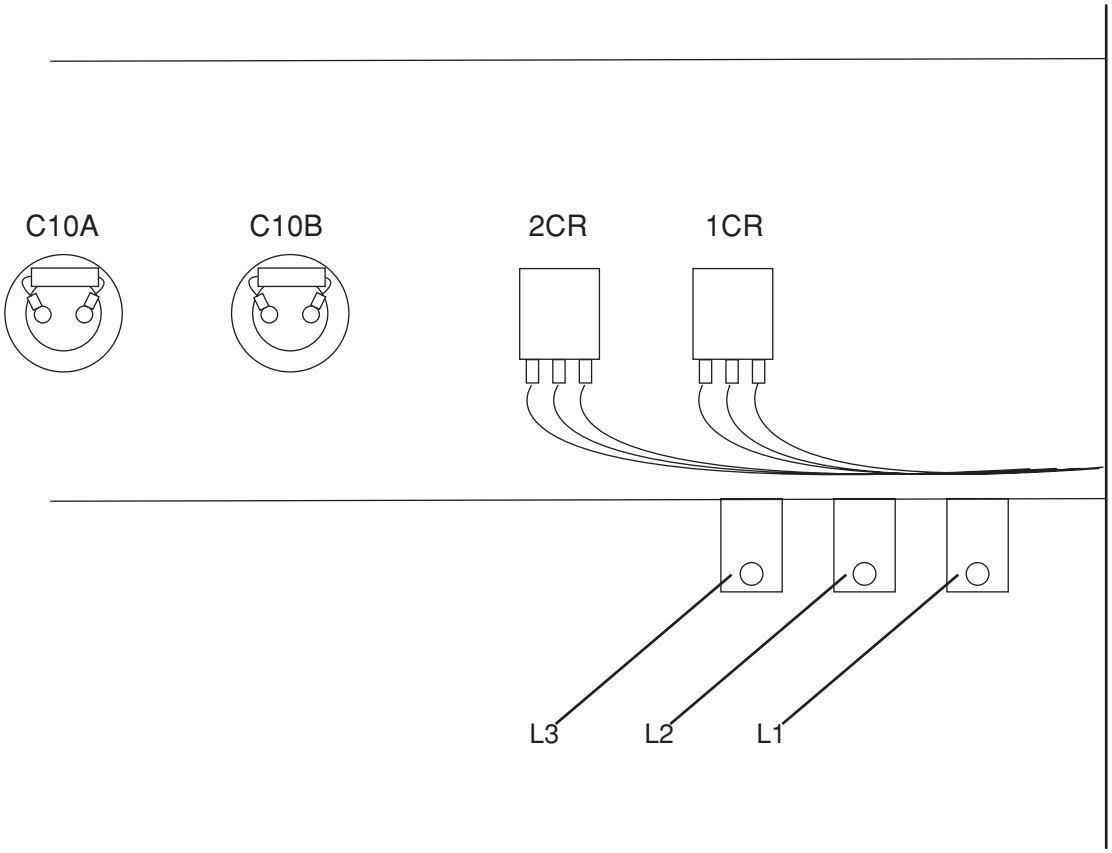

Figure a-4 H401 Power Cable Connections – Center Wall Rear
Power Cable to H401 Power Supply – Fig. a-4
2. Connect the power leads to terminals L1, L2 and L3 located on the center wall of the power supply. See Fig. a-4.